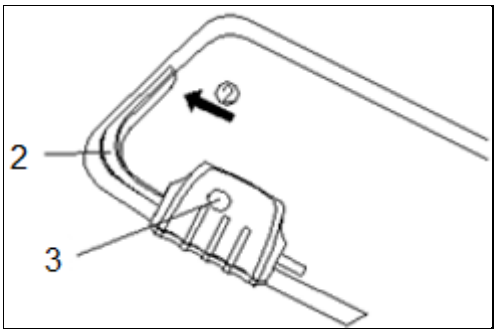

Rys. 15
2. Dociśnij dźwignię włącznika (Rys. 15, poz. 2) do uchwytu.
3. Zwolnij przycisk bezpieczeństwa (Rys. 15, poz. 3).
Aby wyłączyć urządzenie zwolnij dźwignię włącznika (Rys. 15, poz. 2).